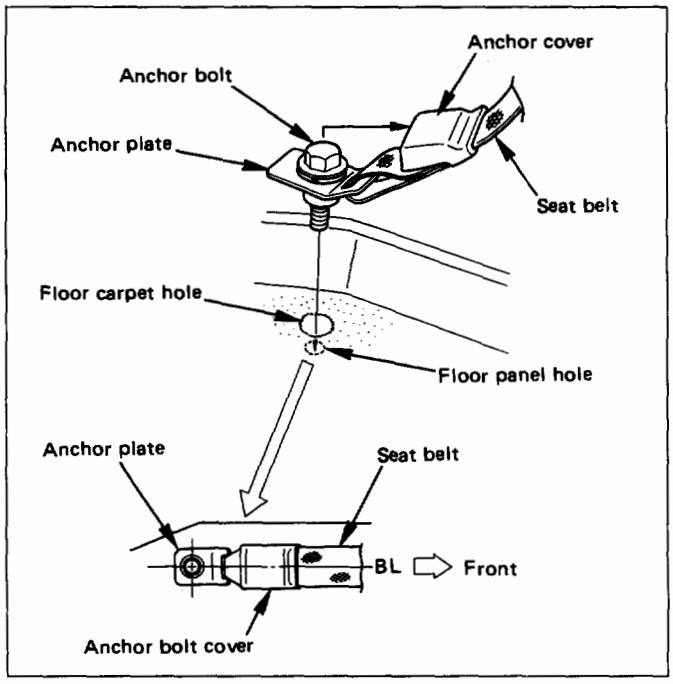

Fig. 10-222
1. **Rear seat belt lower anchor bolt cover and anchor bolt (Fig. 10-222)**
1. Be sure to install the lower side anchor plate straight horizontally, with mounting hole of the plate at the center. (Fig. 10-222)